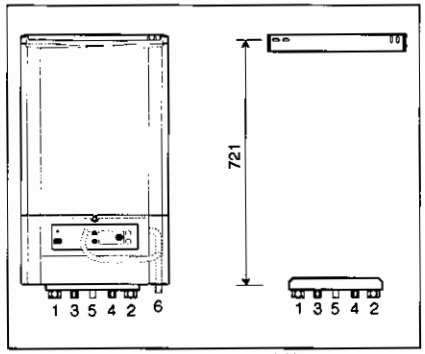

afb. 5 Montageaansluitplaat en aansluitingen
- Monteer de koppelingen (1 en 2: G¾", 3 en 4: G½" en 5 (gas): G1" buitenmaat) op het toestel (afb. 5).
- Sluit het toestel aan de onderzijde van de montageaansluitplaat aan (afb. 5).
De aansluitingen voor de vertrek- en retourleidingen van de cv-installatie bevinden zich aan de onderzijde van het toestel (afb. 5). De aansluitmaten staan vermeld in hoofdstuk 4.
De cv-ketel kan op een indirect gestookte boiler worden aangesloten (afb. 5, **pos. 3** en **4**).
Wanneer op de cv-ketel geen boiler is aangesloten, moet de kortsluitleiding (optie) op de aansluitingen VK en RS (afb. 5, **pos. 3** en **4**) worden gemonteerd.
De cv-ketel met een afvoerleiding van Ø30 mm is aan de zijde van het cv-circuit uitgerust met een ingebouwde overstort (afb. 5, **pos. 6**). De afvoerleiding van de overstort bevindt zich aan de onderzijde van het toestel. De afvoerleiding van de overstort heeft een diameter van Ø30 mm of groter en moet onder afschot op het rioolsysteem worden aangesloten. Bij toepassing van deze toesteluitvoering is een overstort dus niet nodig.